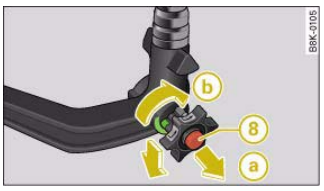

Fig. 214 Removable towing bracket: Removing the ball joint
– Take off the cover cap and insert the key (8) ⇒ fig. 214 in the lock on the knob.